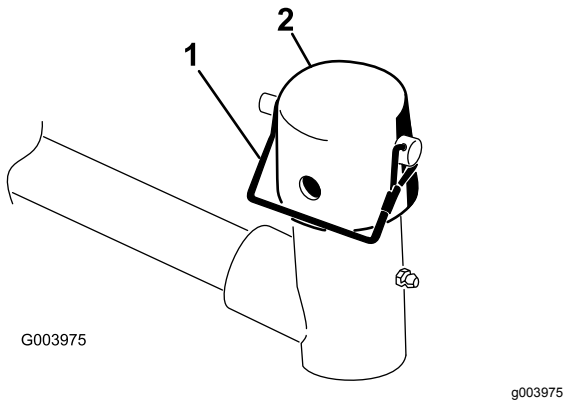

**Figur 9**
7. Fjern låsestiften og hetten fra løftearmens dreiegaffel (Figur 9).
11. Fest hetten og bærerammeakselen til løftearmsgaffelen med låsestiften (Figur 9).